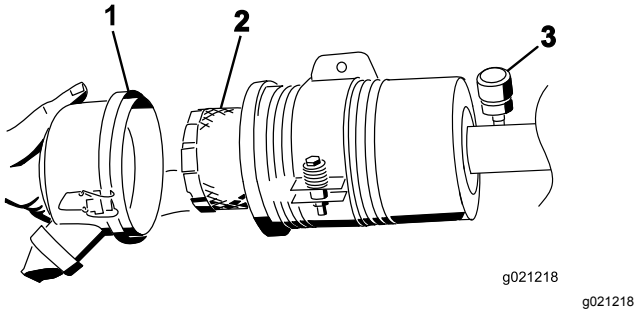

Figur 84
5. Ta bort och byt ut filtret (Figur 84).